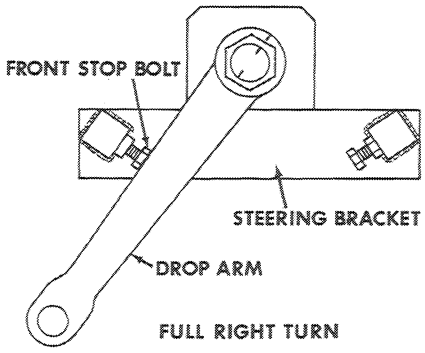

Figure G-1
1. Loosen the locknuts and turn the steering bracket stop bolts in as far as possible, Figure G-1
3. Turn the steering bracket stop bolt out until it contacts the drop arm, Figure G-1. Tighten the lock nut.